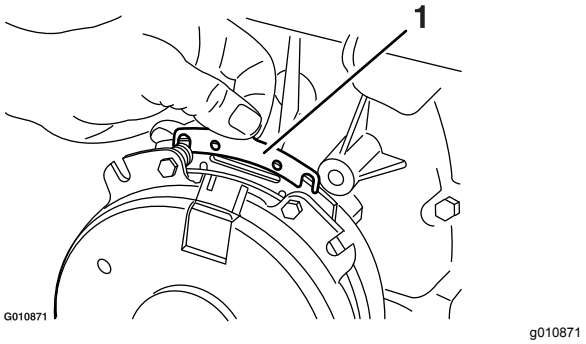

Figur 75
B. Håll i fliken och ta bort mellanlägget med en näbbtång eller för hand (Figur 75).